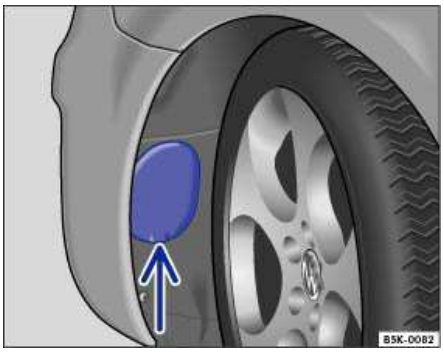

Fig. 178 Remove cover in wheel house liner.
2.	With the flat blade of the screwdriver from the vehicle tool kit, remove the cover in the wheel house lining from below ⇒ fig. 178 (arrow).
4.	Turn the bulb holder (1) as far as it goes to the left and then pull it out with the light bulb to the rear.
7.	Attach the connector (2) to the bulb holder (1). The connector must latch audibly.
8.	Replace the cover ⇒ fig. 178 in the wheel house liner.